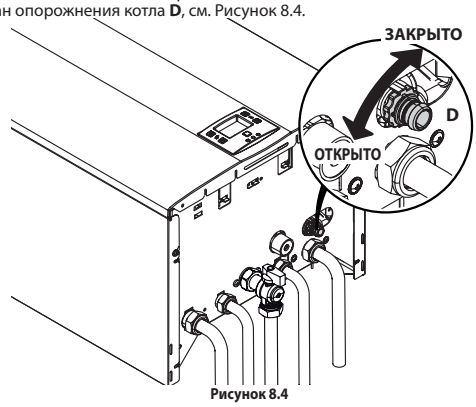

Рисунок 8.4
- Ослабить кран опорожнения котла **D**, см. Рисунок 8.4.